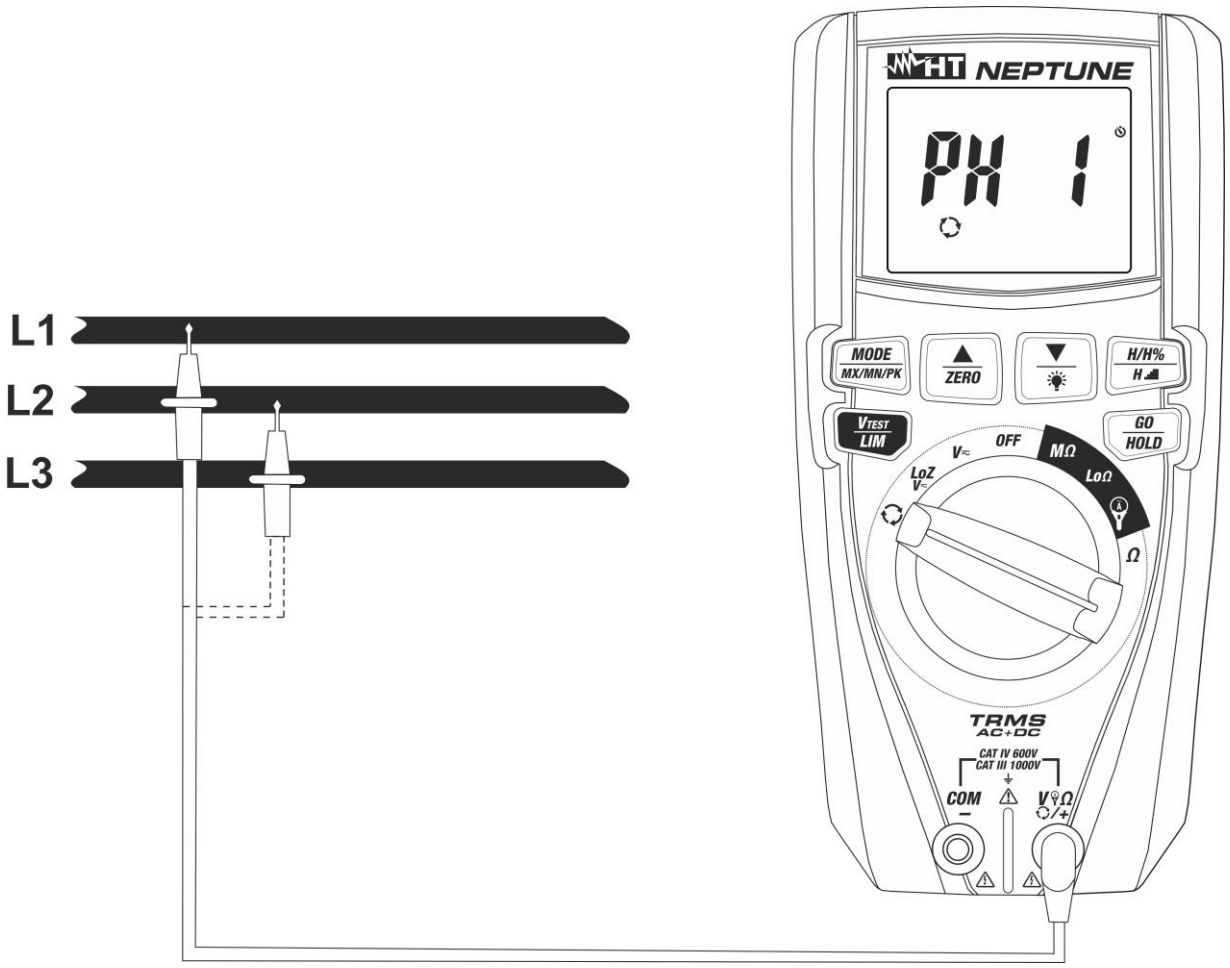
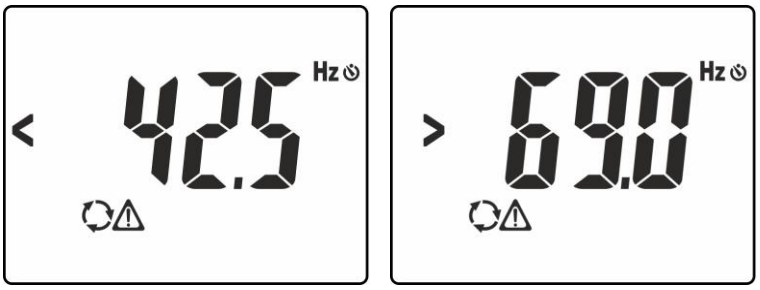

Fig. 10: Uso do instrumento para efetuar o teste de sentido cíclico e concordância das fases
Fig. 11: Sinalização de tensão com frequência errada
3. Colocar a ponteira vermelha na fase **L1** do sistema trifásico em exame (ver Fig. 10). As seguintes mensagens podem aparecer no display (ver Fig. 11) para identificar a presença de um sinal de tensão com frequência externa no intervalo **42.5Hz ÷ 69Hz** Nestas condições o instrumento não executa o teste